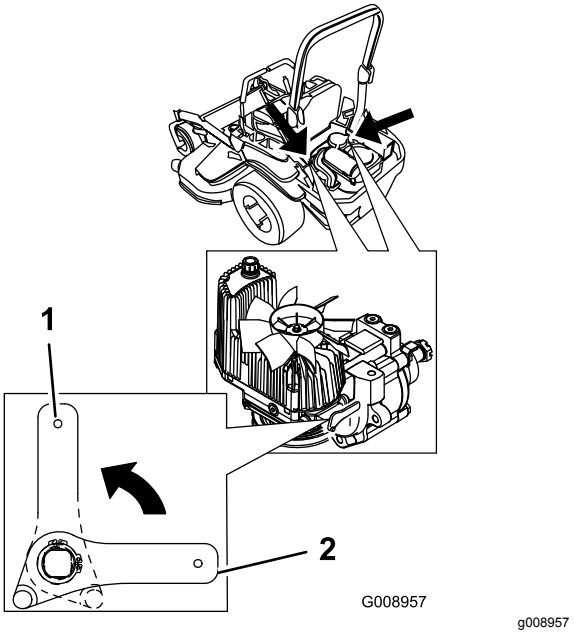

Figura 38
2. Gire las palancas de las válvulas de desvío a la posición vertical para empujar la máquina (Figura 38).
4. Gire las palancas de las válvulas de desvío a la posición horizontal para conducir la máquina (Figura 38).